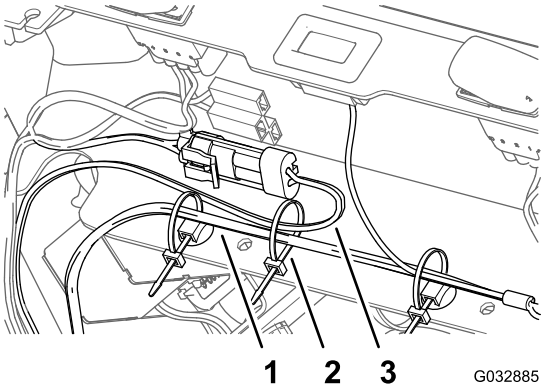

Figura 15
5. Fissate il cablaggio preassemblato del Kit luci LED al cablaggio preassemblato della macchina con una fascetta per cavi, come illustrato nella Figura 15.